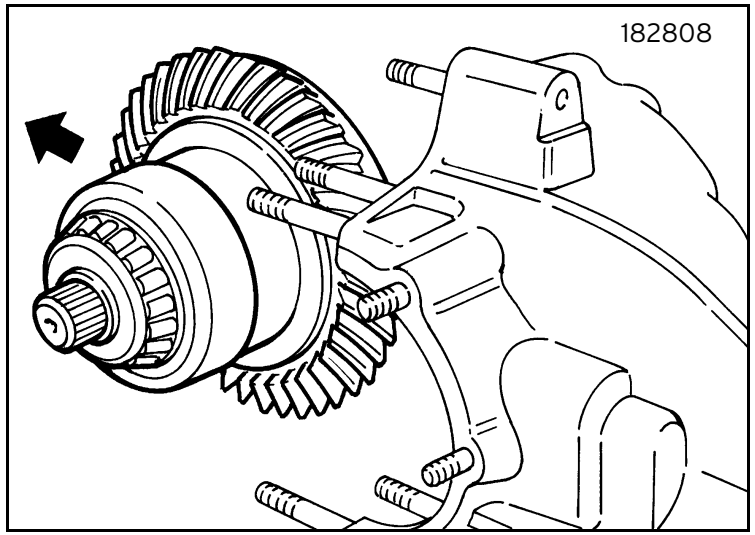

Fig. 8
- Remove the crown-planet gear set (figure 8).